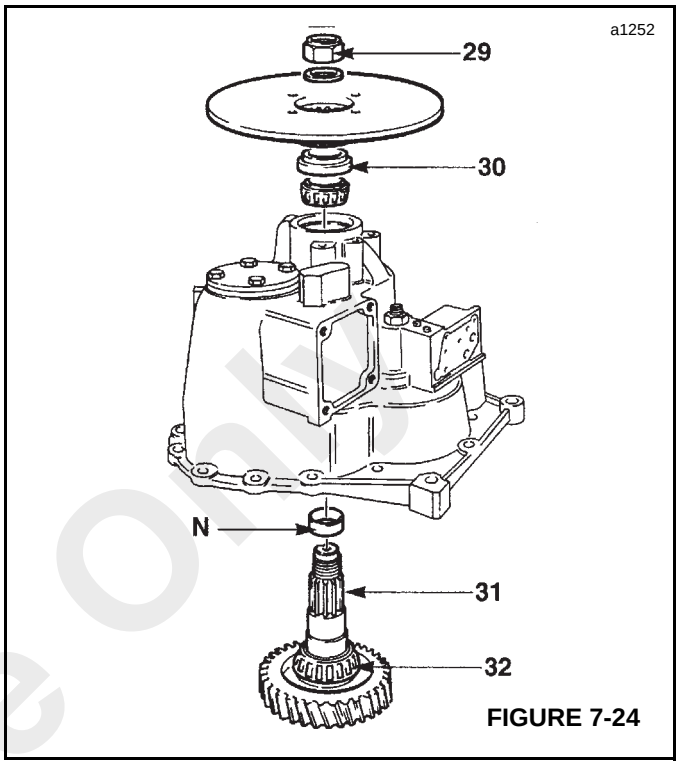

FIGURE 7-24
29. Mark the location of the disc on the splined shaft. While retaining the brake disc from turning, unscrew output shaft nut (29, Figure 7-24).
30. Pry out oil seal (30) and discard.
31. Remove output shaft assembly (31) and remove outer bearing **M**. Remove and discard spacer and any shims at **N**.
32. Using a suitable bearing puller, remove output inner bearing (32).